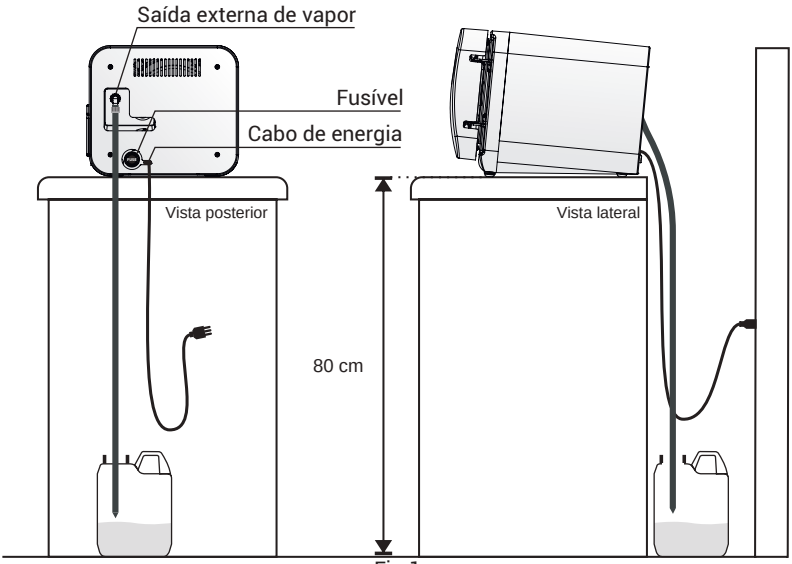

Fig.1
1. Conecte a mangueira na saída externa de vapor da autoclave (Fig.1).